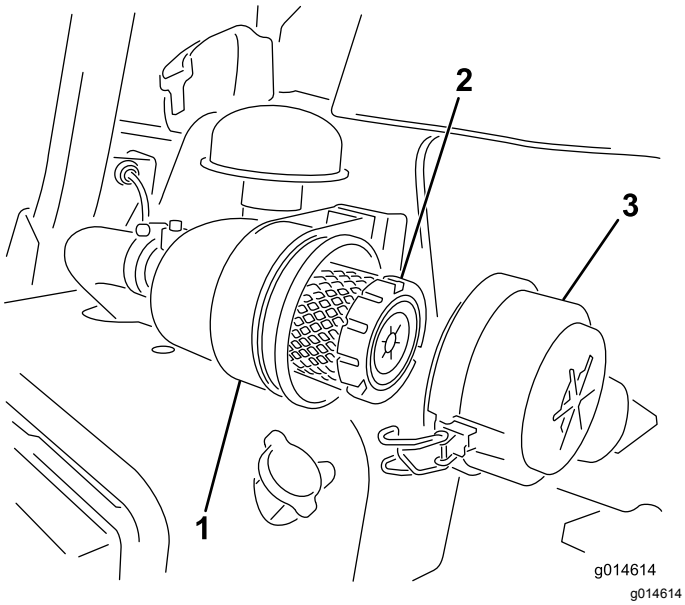

Figur 39
1. Lossa spärrhakarna som fäster luftrenarkåpan på luftrenarhuset (Figur 39).
7. Fäst spärrarna (Figur 39).